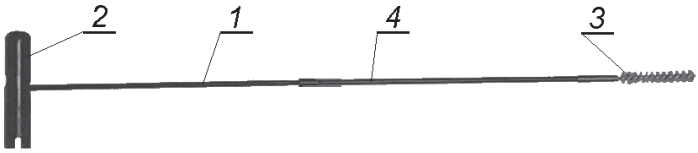

Rys. 99. Przybory karabinu przygotowane do czyszczenia lufy
3) przejrzeć przybory z przybornika, przygotować wycior i inne przybory *(rys. 99)*;